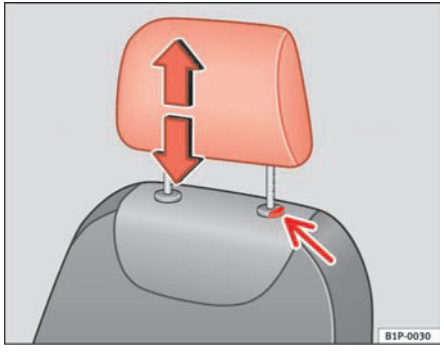

Fig. 91 Adjusting and removing the head restraints
– Press the button ⇒ fig. 91 (arrow).